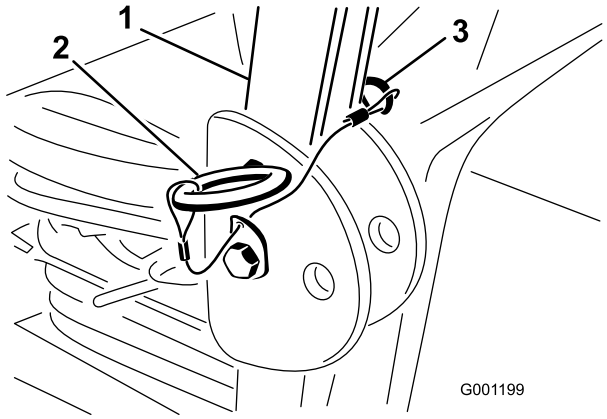

Figur 8
1. Ta bort hårnålssprintarna och de två tapparna från störtbågen (Figur 8).
2. Fäll upp störtbågen till upprätt läge, och sätt i de två tapparna och spärra dem med hårnålssprintarna (Figur 8).